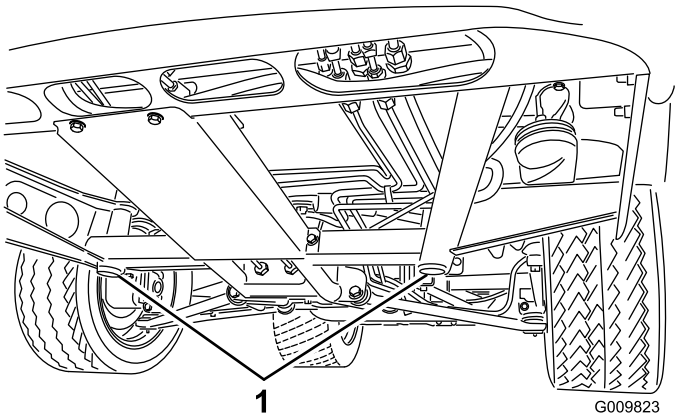
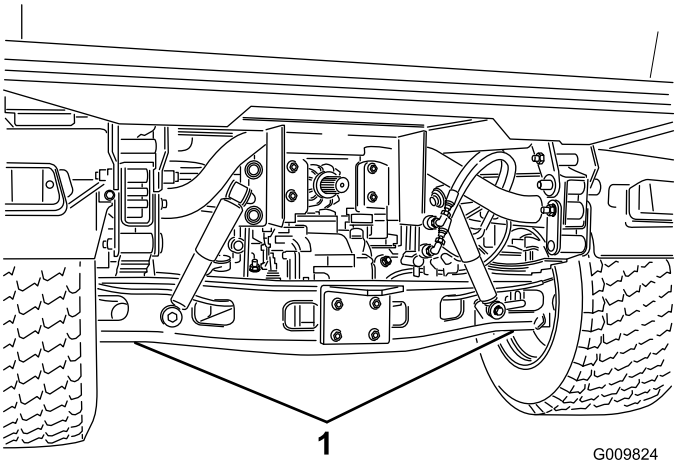

Figuur 33
Figuur 34
- Het kriksteunpunt aan de voorkant van het voertuig bevindt zich onder het middelste steunpunt van het voorframe (Figuur 33) en aan de achterkant onder de achterasbuis (Figuur 34).